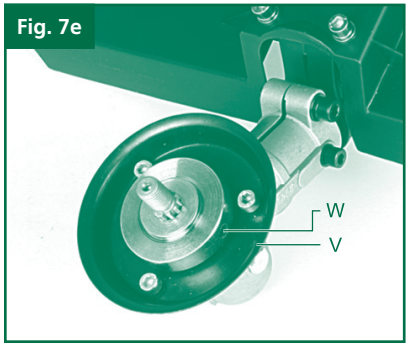

Fig. 7e
Fig 7e, shows the Brass coloured carrier plate (22) with a splined hole, fitted to the splined shaft. This then rotates with the spindle, which has a threaded end.